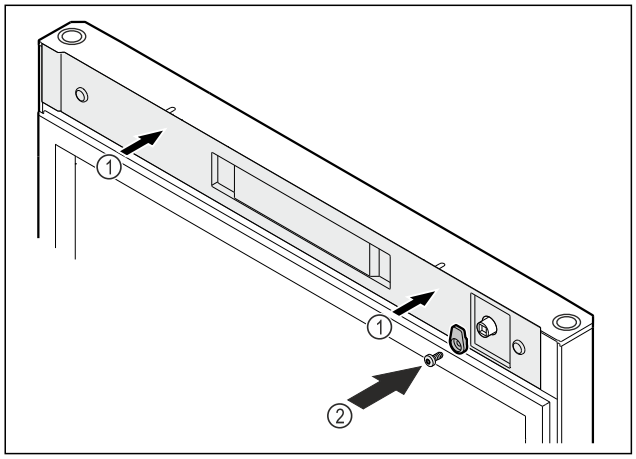

Fig. 55
▶ Poser le cache *Fig. 55 (1)*.
▶ Visser le crochet de fermeture *Fig. 55 (2)*.